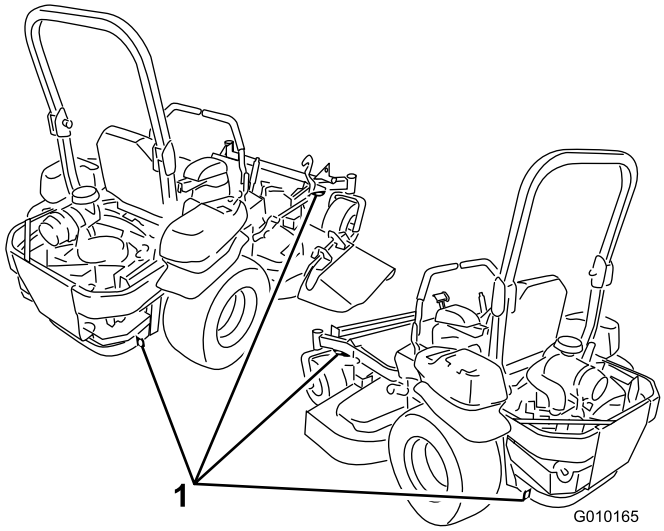

Figura 37
5. Utilice los bucles metálicos de amarre de la máquina para sujetar la máquina firmemente al remolque o al camión con correas, cadenas, cables o cuerdas (Figura 37).